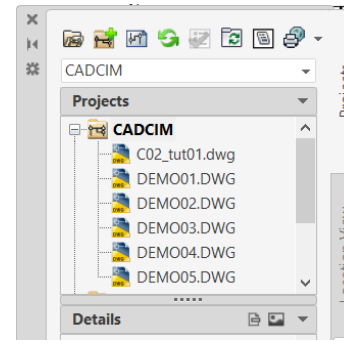

Figure 2-63 *The* ***PROJECT MANAGER*** *displaying the* ***CADCIM*** *project with the drawings added to it*
4. Choose the **Yes** button from this message box; the selected drawings are added to the **CADCIM** project, as shown in Figure 2-63.